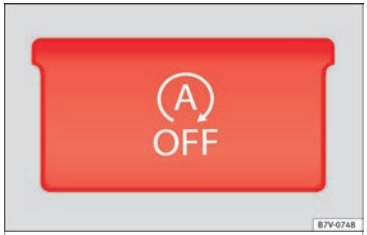

Fig. 208 Detailed view of the centre console: Start-Stop function button
- Press the button on the centre console ››› Fig. 208.